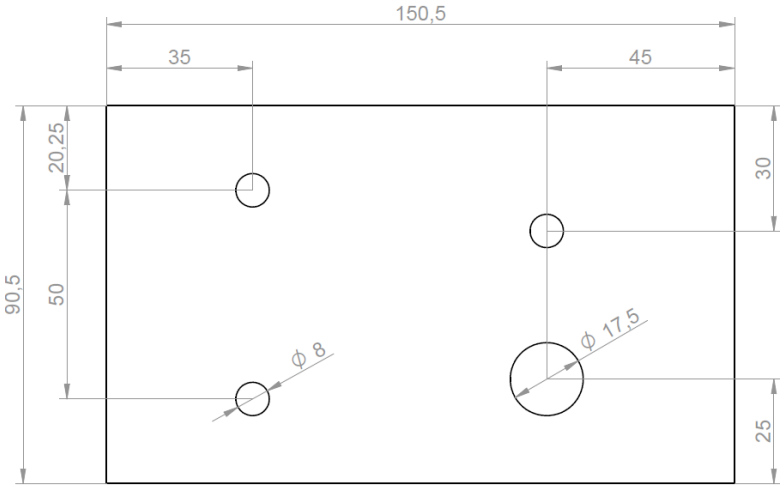

Abb. 1: Rückwand (Blick von vorn)
1) Maueraushub entsprechend den Maßen (Abb. 1) schaffen.